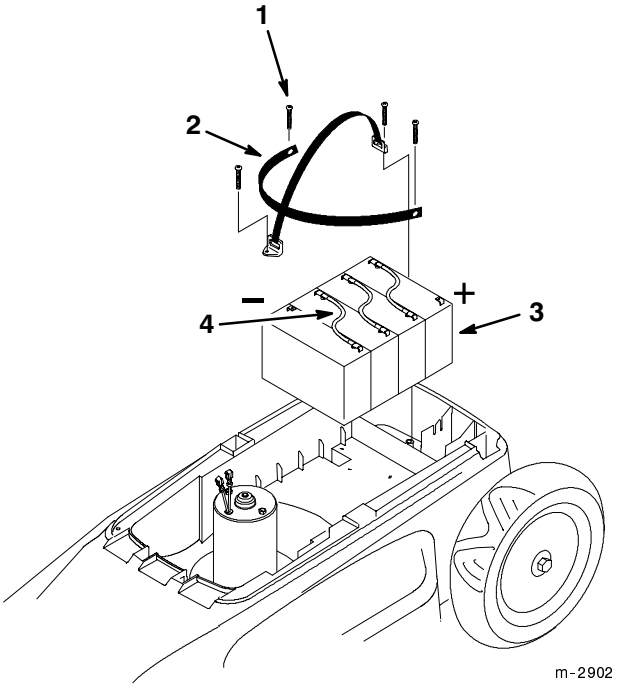

Figure 25
4. Remove the screws from the battery hold-down strap (Fig. 25).
5. Disconnect the positive and negative wires from the battery terminals (Fig. 25).
6. Remove the three jumper wires from the battery and discard them in the household trash (Fig. 25).
10. Position the new battery in the lawn mower so that the negative leads are on the right-hand side, and the positive leads are on the left-hand side of the lawn mower (Fig. 25).
11. Connect the positive and negative wires to the battery terminals (Fig. 25).
12. Install the battery hold-down strap (Fig. 25).